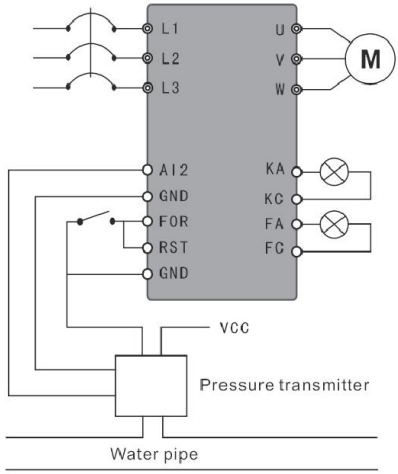

Afbeelding F-5 Watertoevoer met constante druk – Druktransmitter
(1) Gebruik een druktransmitter met een bereik van 0-10 kg en een terugkoppeling van 4-20 mA; voer een waterdruktoevoer van 5 kg toe indien nodig, geef een alarm wanneer de druk boven de bovengrens van 6 kg en onder de ondergrens van 4 kg komt, en stop de externe aansluiting. Zoals weergegeven in figuur F-5 .